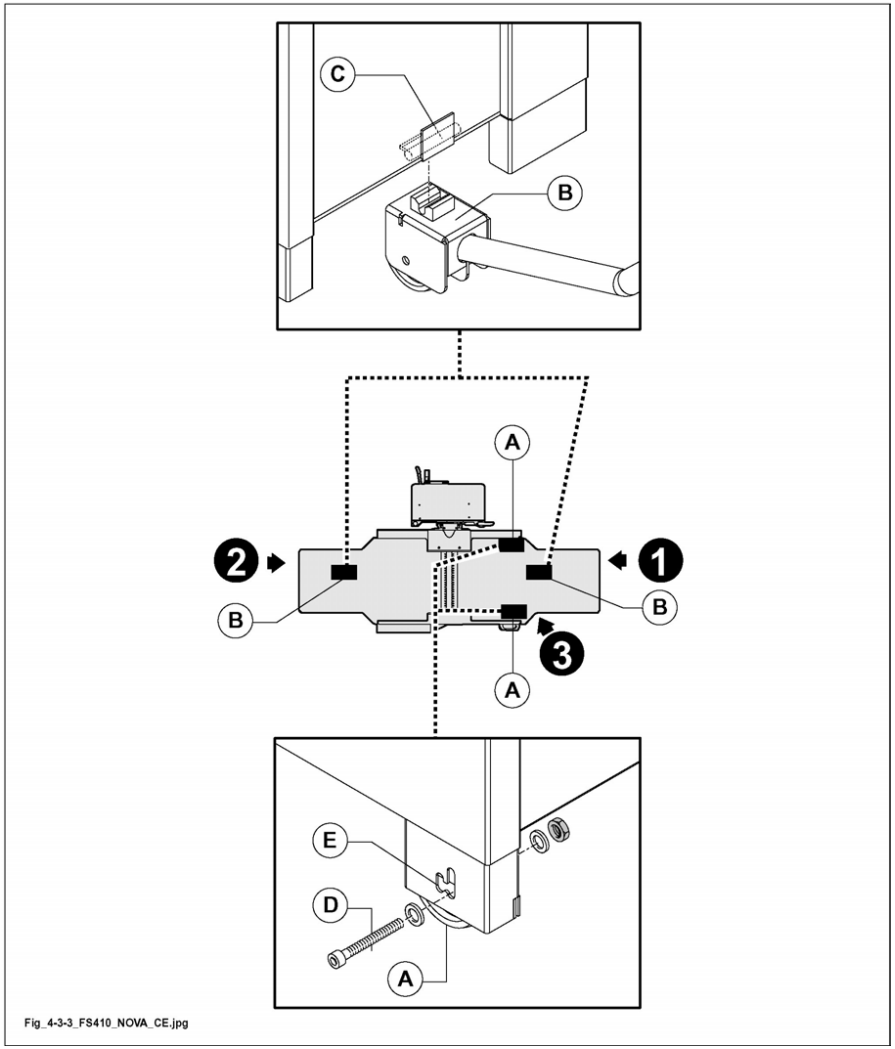

Fig. 4.3-3
- 2 fixed wheels (A fig. 4.3-3).
- 1 movement lever (B fig. 4.3-3).
1) Strike the sheet-metal to open the holes provided for supports (C fig. 4.3-3) and fixed wheels (A fig. 4.3-3).
3) Mount the fixed wheels (A fig. 4.3-3).
- insert lever (B fig. 4.3-3) into support (C fig. 4.3-3) from side 1 and use it as a lever to raise the machine;
- move the fixed wheels (A fig. 4.3-3) into the slot next to (E fig. 4.3-3); if necessary move by inserting a hexagonal wrench into screw (D fig. 4.3-3);
- move lever (B fig. 4.3-3) dto the opposite side of the machine (side 2), insert it into mount (C fig. 4.3-3) and proceed with moving the machine.